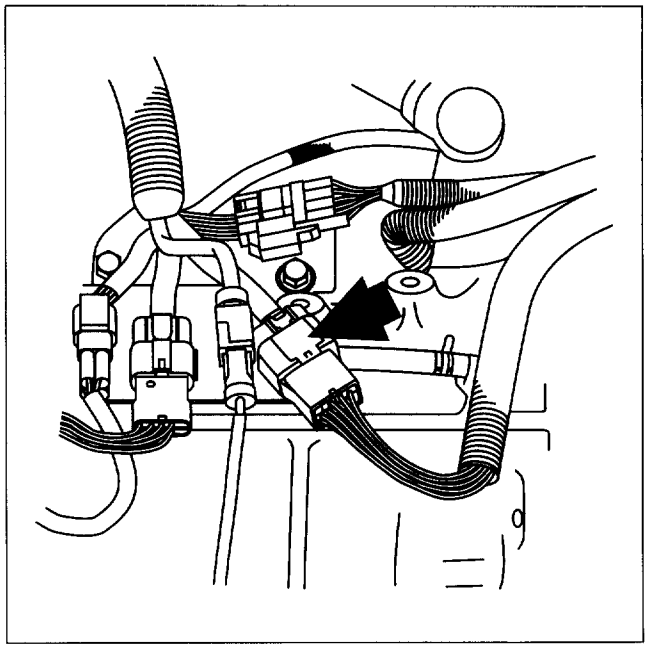

Figure 11. Harness Connector Location
4. Remove the harness connector cover and disconnect the harness connectors (figure 11).
9. Connect the harness connector and install the cover (figure 11).